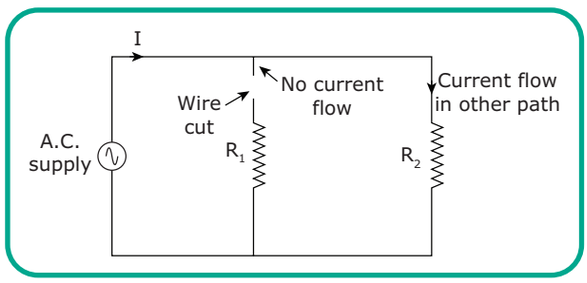

Figure 1.20 Resistor in Parallel - Open circuit
4. There will be current flow in other paths, even if any of the paths is disconnected. It is shown in Figure 1.20